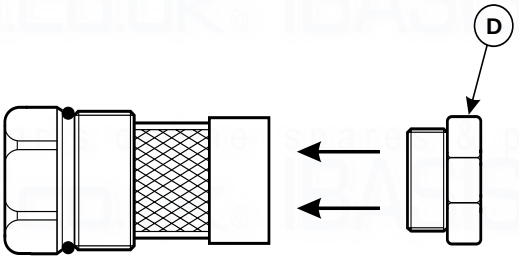

Fig. 6 - Differential pressure sensor AFTER modification
b. Screw fitting 'D' (supplied in the conversion kit) into the sensor body as shown in Fig. 6.